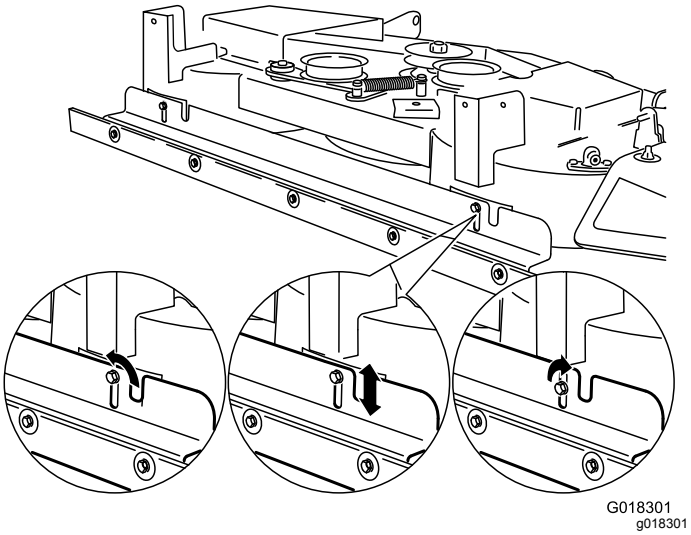

Figure 6
Pour obtenir des résultats optimaux, réglez le bord inférieur du racloir ¼ à ½ pouce en dessous du bas du tablier de coupe (Figure 6).
3. Desserrez les 2 vis à embase (autotaraudeuses) qui fixent le support du traceur (Figure 6).
- Pour produire des rayures plus prononcées, abaissez le support du traceur jusqu'à obtention de l'effet recherché (Figure 6).
- Pour produire des rayures moins prononcées, élevez le support du traceur jusqu'à obtention de l'effet recherché (Figure 6).
6. Resserrez les 2 vis à embase (autotaraudeuse) qui fixent le support du traceur (Figure 6).